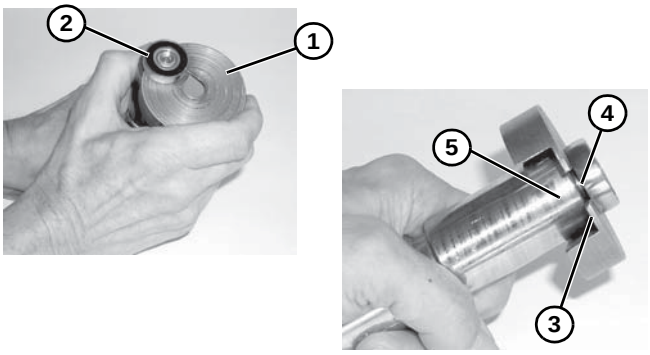

Figure 51
1. Place bearing removal tool part #456063 **(Figure 51, item 1)** below bearing **(Figure 51, item 2)** with lip **(Figure 51, item 3)** located in gap **(Figure 51, item 4)** between bearing and spindle hub **(Figure 51, item 5)** as shown.